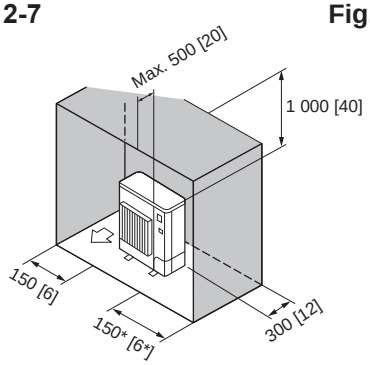

Fig. 2-11
6. Obstacles uniquement à l'arrière, sur les côtés et au-dessus (Fig. 2-11)